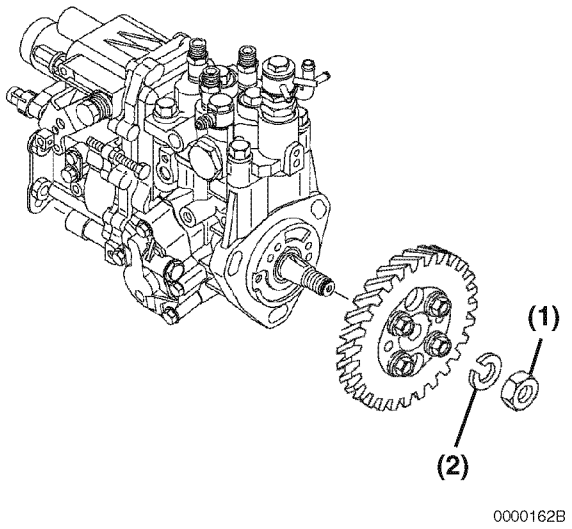

Figure 7-26
5. Reinstall the fuel injection pump drive gear lock washer **(Figure 7-26, (2))** and nut **(Figure 7-26, (1))**. Do not lubricate the threads of the nut or shaft. Hold the crankshaft pulley bolt with a socket wrench and tighten the drive gear nut to the specified torque. *See Special Torque Chart on page 7-11.*